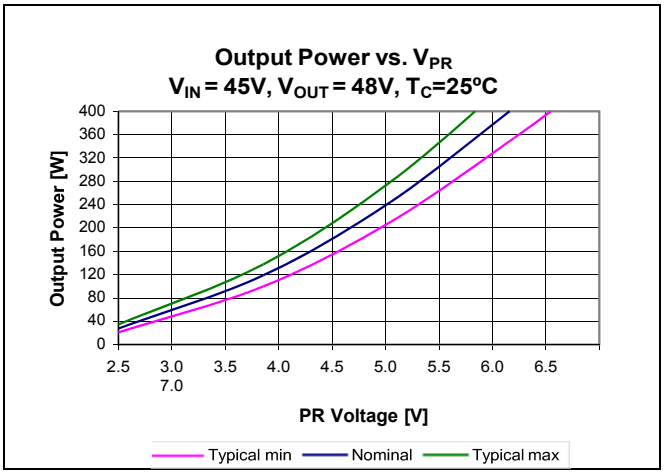

Figure 21 – Output Power vs. V_{PR}; V_{IN} = 45 V, V_{OUT} = 48 V, T_{CASE} = 25ºC
Control node (PR) is the input to the control node which determines the powertrain timing and ultimately the module output power (Figure 21). An internal 0.5 mA current sink is always active. The bi-directional buffer between PR and the control node has two states. In normal operation, PR will be above the 0.79 V switching threshold, and will drive the control node through the buffer. An internal 7.4 V clamp determines the maximum output power that can be requested of the modulator.